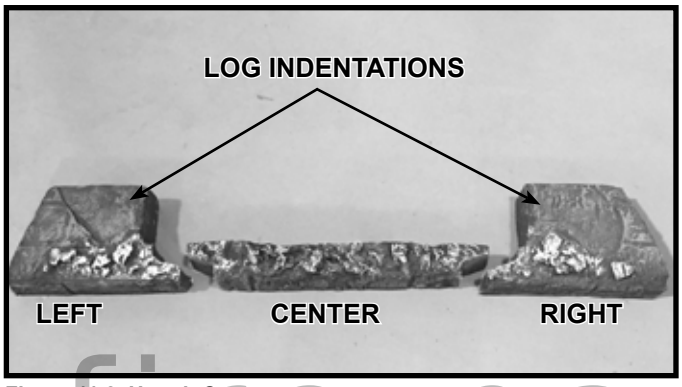
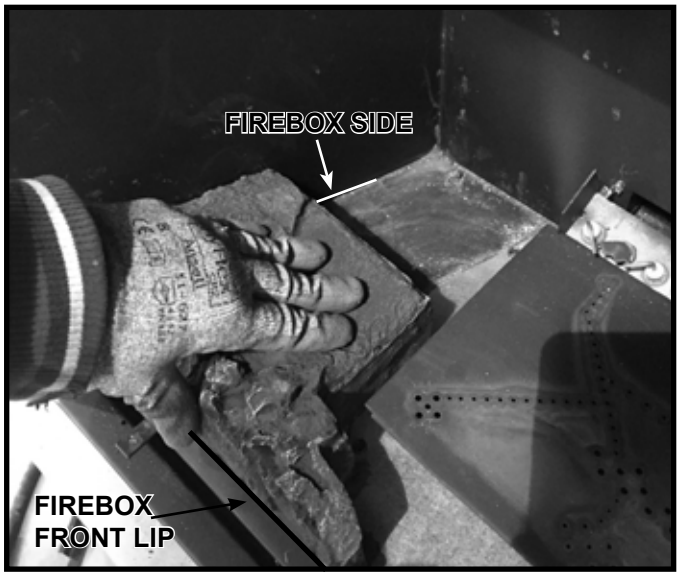
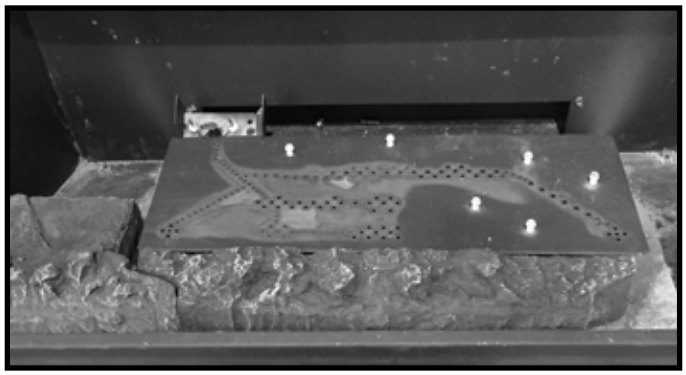
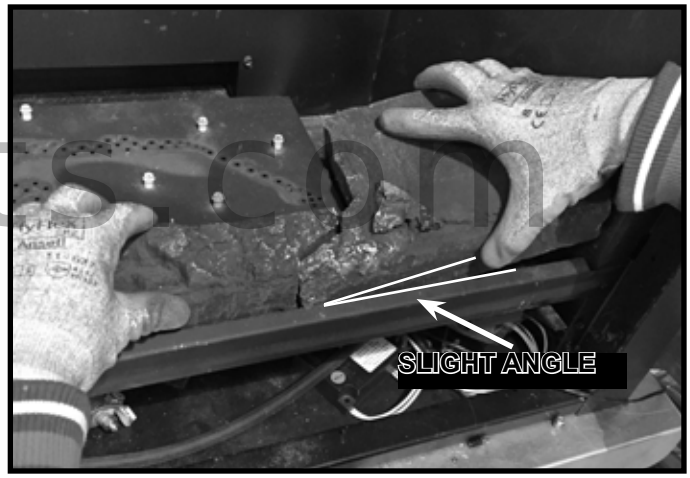

Figure 11.2 Hearth Components
Figure 11.3 Install Left Hearth Component
Figure 11.4 Install Center Hearth Component
Figure 11.5 Lift Center Hearth Component While Placing Right Hearth Component
The left, middle, and right hearth components are packaged in a separate box that is shipped inside the firebox. The three hearth components are shown in Figure 11.2.
1. Locate the left hearth component shown in Figure 11.2. Place it as shown in Figure 11.3, ensuring that the outer edge of the hearth component firmly contacts the firebox side and the front edge contacts the firebox front lip. Gently push "down" on the indentation to force the bottom side of the hearth component to engage the screw tips on the bottom of the firebox.
2. Locate the center hearth component shown in Figure 11.2 and install it adjacent to the left hearth component as shown in Figure 11.4.
3. Locate the right hearth component as shown in Figure 11.2. Install right hearth component by pointing its left tip at a slight angle as shown in Figure 11.5. When the right end of the middle hearth piece and the left tip of the right hearth component engage, gently place them in position. Push "down" on the indentation on the right hearth component to engage the screw tips at the bottom of the firebox.